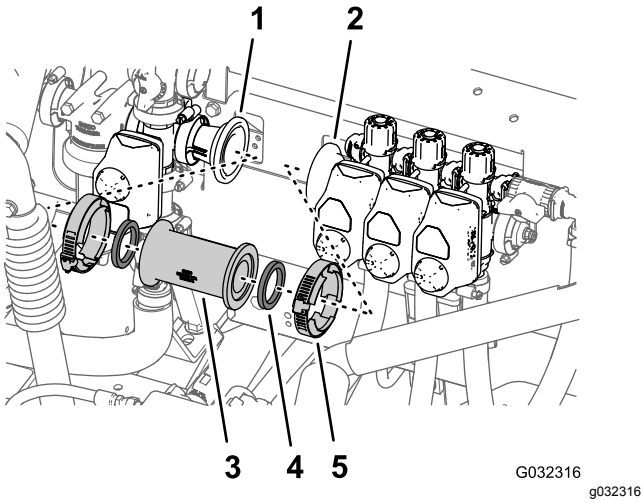

Figur 45
2. Ta bort de två flänsklämmorna som fäster den raka kopplingen på adapterkopplingarna på omrörningsventilen och vänstra sprutrampssektionsventilen (Figur 45).
3. Ta bort den raka kopplingen och två packningar från maskinen (Figur 45).